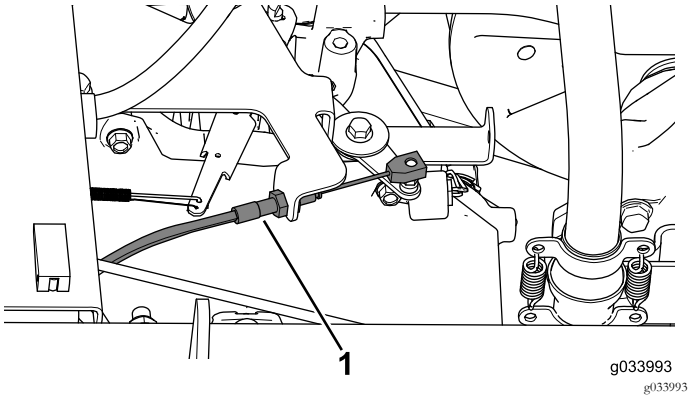

Figura 9
3. Desligue o cabo do acelerador da alavanca do acelerador e retire-o do suporte do acelerador (Figura 9).